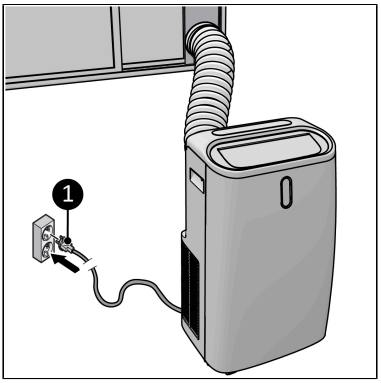

Abbildung 47.
7. Stecken Sie den Netzstecker (Abbildung 47, Pos. 1) in eine leicht zugängliche geerdete Steckdose. Verwenden Sie eine geerdete Steckdose mit einer Mindestleistung von 1800 Watt.